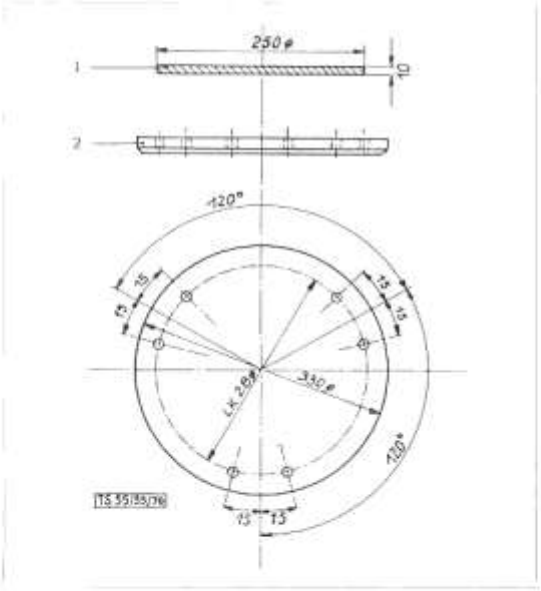
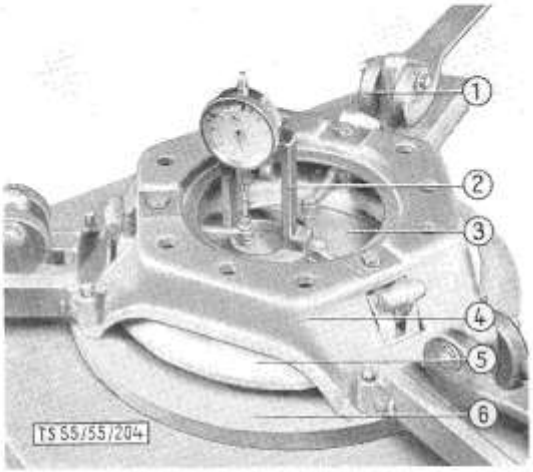

Bild 75: **Auflagevorrichtung zur Kupplungseinstellung**
Bild 83: **Einstellen der Kupplung**
Anmerkung: Wir empfehlen, sich die Vorrichtung und Einstellscheibe, gemäß Bild 75, anzufertigen. Notfalls kann man auch die Auflagefläche des Schwungrades — letzteres in waagrechte Lage gebracht — an Stelle der Vorrichtung verwenden. Die Einstellscheibe (75/1) ist allerdings unbedingt erforderlich.
6. Kupplungsglocke samt eingebauter Druckplatte gemäß Bild 83 auf Auflagevorrichtung (Bild 75) (oder ausgebautes Schwungrad) legen und mit 6 Schrauben über Kreuz an Auflagevorrichtung (Schwungrad) befestigen. Diese Schrauben sind auf dem Bild 83 nicht sichtbar, da dort eine Spezialvorrichtung mit Spannhebel (83/1) abgebildet ist.